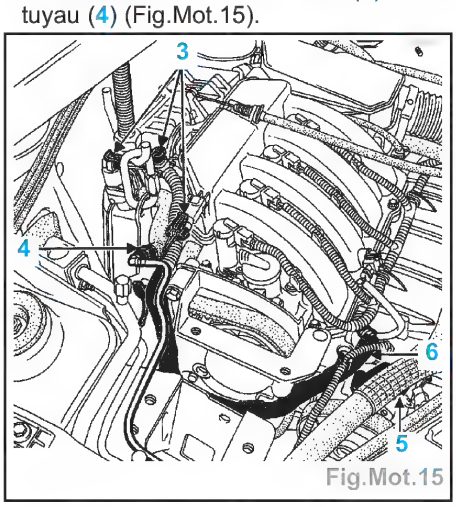

Fig.Mot.15
- Débrancher les connecteurs (3) et le tuyau (4) (Fig.Mot.15).